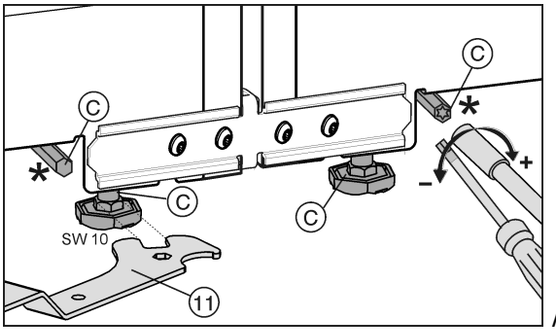

*Fig. 26*
The front adjustment feet can be adjusted with the supplied open-end wrench *Fig. 26 (11)* and the rear adjustment feet* with a 1/4'' bit attachment.